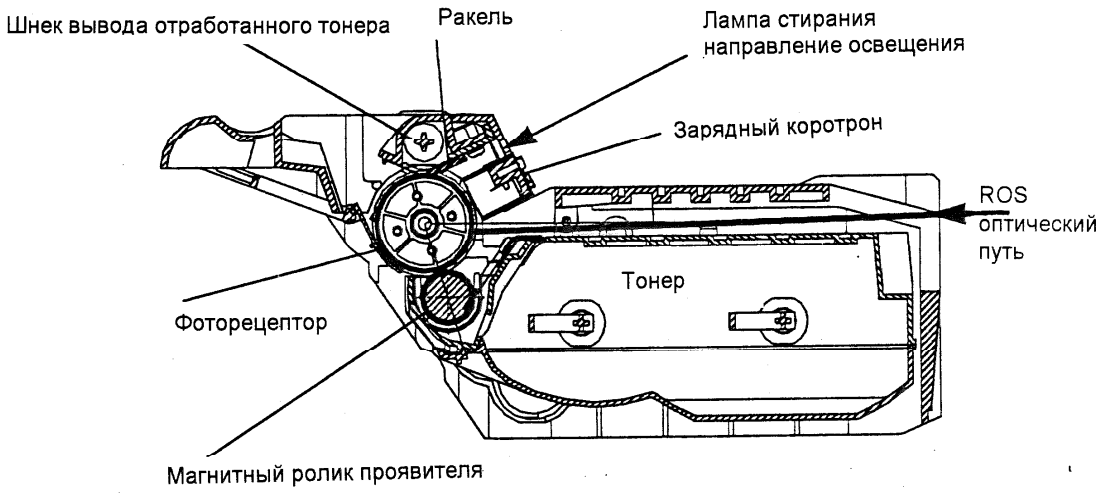

Рис. 4. Расположение элементов блока копи-картриджа
1. **Ракель** снимает остатки тонера с поверхности фоторецептора после переноса изображения с поверхности фоторецептора на бумагу (см. рис. 4).